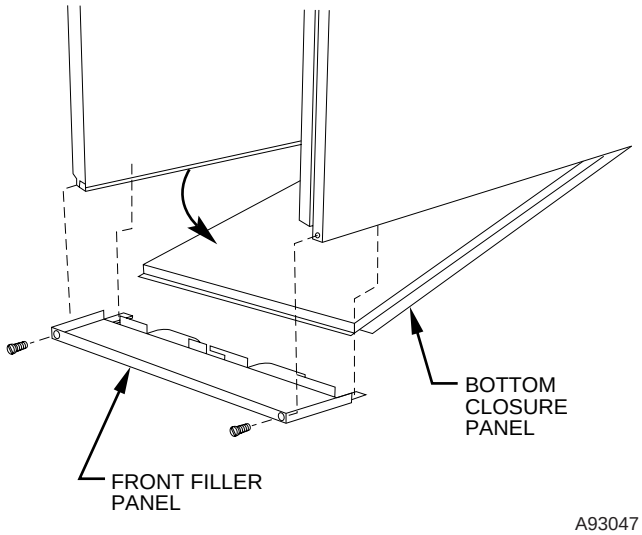

**Fig. 25—Removing Bottom Closure Panel**
1. Tilt or raise furnace and remove 2 screws holding front filler panel. (See Fig. 25.)